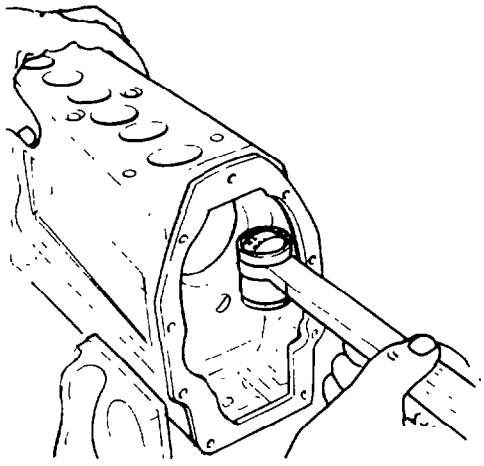

Fig. 97 — Removing Tappet
s. Remove the tappet assemblies (items 18 to 23) with service tool TSE 7697 (see fig. 97).